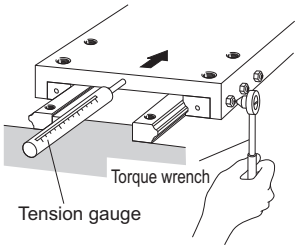

Fig.24
(5) Secure each LM block by gradually tightening the two LM block mounting bolts, which have temporarily been fastened, while sliding the table. (Fig.24)